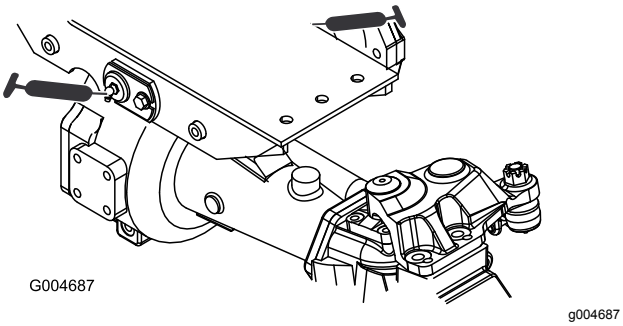

**Figuur 60**
- 2 lagerbussen van draaipunt van voor- en achteras (Figuur 60)